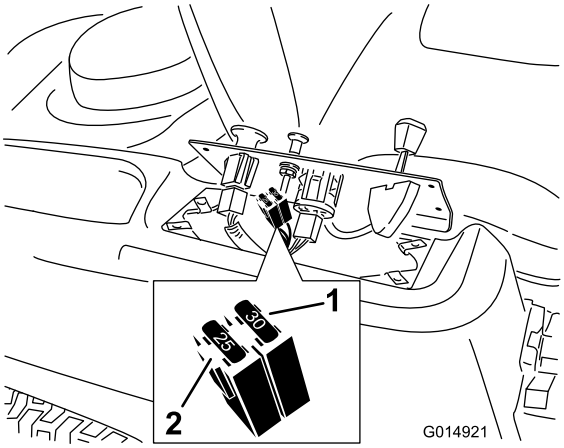

Figur 46
2. Løft kontrolpanelet op, så der opnås adgang til hovedledningsnettet og sikringsblokken (Figur 46).
3. En sikring udskiftes ved at trække den ud af sikringsdåsen (Figur 46).